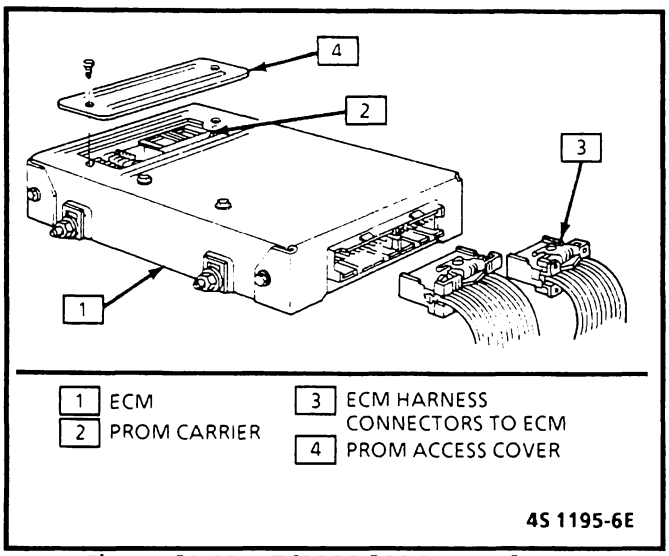

Figure C1-11 - ECM PROM Access Cover
4. ECM access cover (see Figure C1-11).